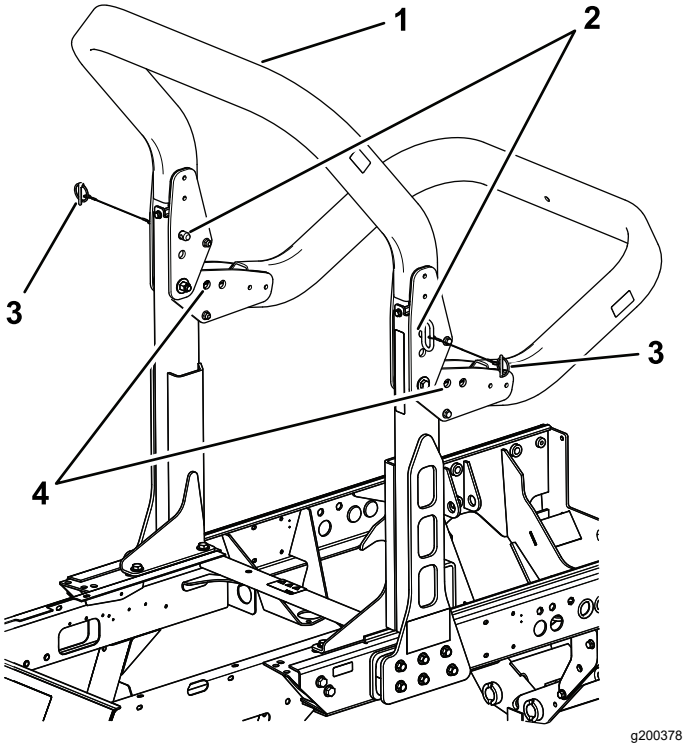

Figura 73
2. Suporte o peso da estrutura superior da barra de segurança enquanto remove os pinos de encaixe e os passadores de forquilha dos suportes articulados (Figura 73).